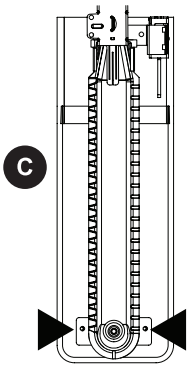

Figura 12
c. El quemador de horneado (**C**) se fija con dos tornillos ubicados en la parte frontal de la cavidad del horno. Retire estos tornillos (consulte la Figura 12).